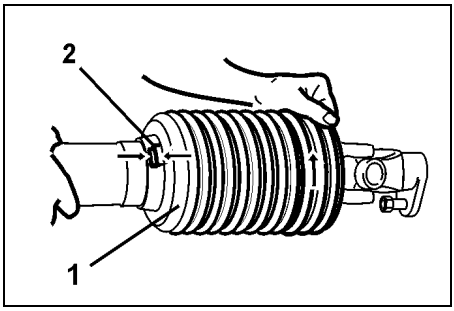

Rys. 9
- Lejek (Rys. 9/1) obrócić do pozycji montażowej (Rys. 9/2).